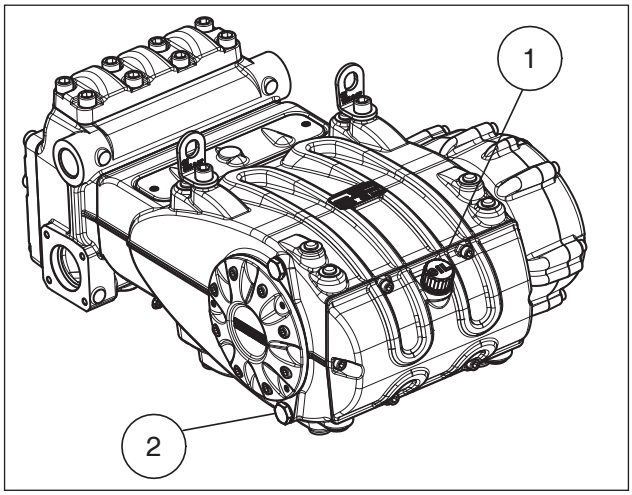

图 3
通过图 3的位置①上标有刻度的专用液面杆来检查油料液面。如有需要应进行加注来恢复正常的液面水平。
机油更换应在泵浦处于工作温度，通过拆除的位置上的盖子进行，位置②，图 3。
使用插入到排油塞的温度探针进行，位置②图 3，请参阅“ATEX防爆保护”手册。